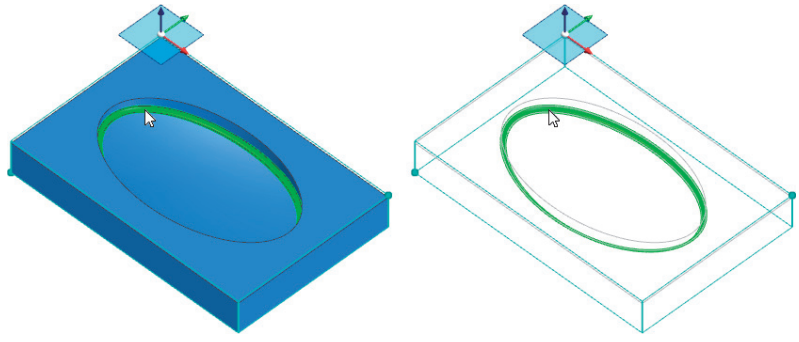

Rysunek 9.32. Definicja cyklu Po powierzchni — wskazywanie powierzchni
4. Program poprosi o wskazanie powierzchni prowadzącej. Kliknij powierzchnię zaokrąglenia matrycy (rysunek 9.32) i zaakceptuj wybór prawym przyciskiem myszy.